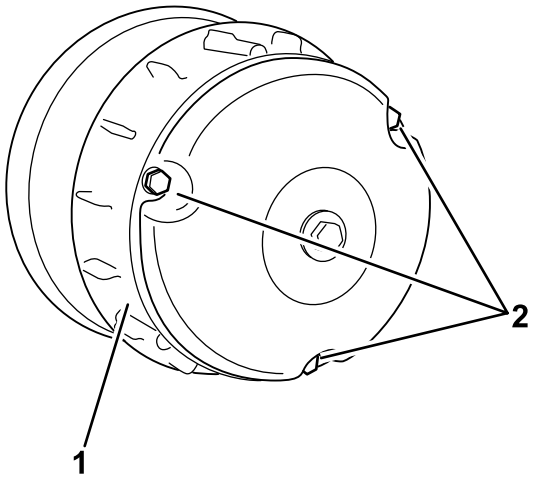

Figur 69
2. Fjern de tre skruene som fester dekselet til clutchen og fjern dekselet (Figur 69).
4. Sett på clutchdekselet og fest det med de tre skruene (Figur 69) som du fjernet i (2).